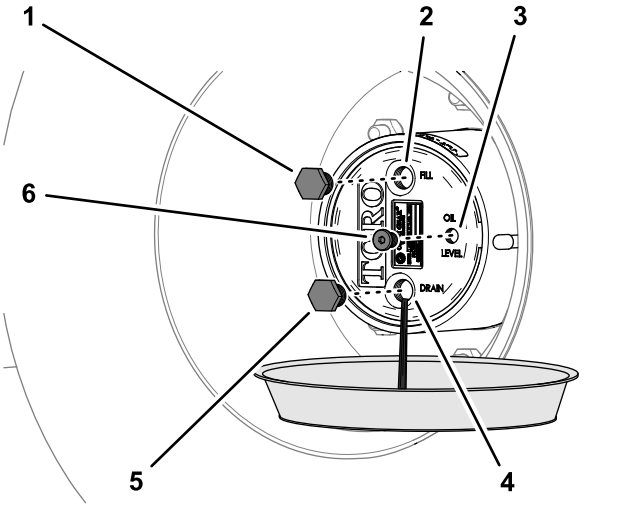

**Bild 99**
2. Stellen Sie eine Auffangwanne unter die Nabe des Planetengetriebes, entfernen Sie die Ablass-, Füll- und Prüfschraube und lassen Sie das Öl vollständig ablaufen (Bild 99).